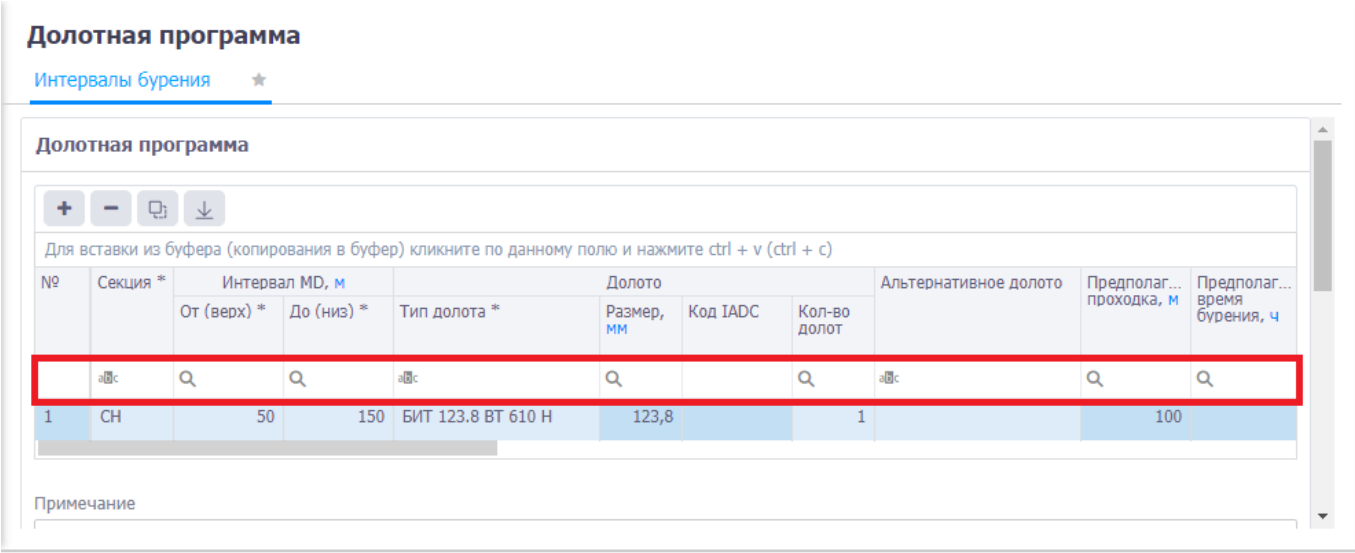

Рис. 2.5
- Отображение фильтров у таблиц. Если установлен переключатель Фильтры: Вкл, то в таблице отображается строка фильтров (рис. 2.5). Поиск с помощью фильтра описан в разделе 2.2.2 Поиск (текстовый фильтр).